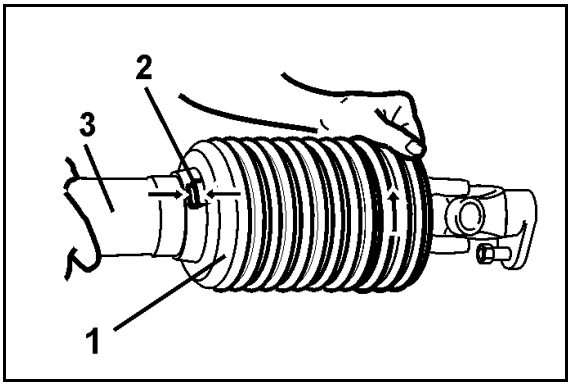

図 53
9. ガードの半分 (図 53/1) をはめます。
10. 保護カバー (図 53/2) を停止位置へ回します。
11. ロックねじを回しこみます (図 53/3)。